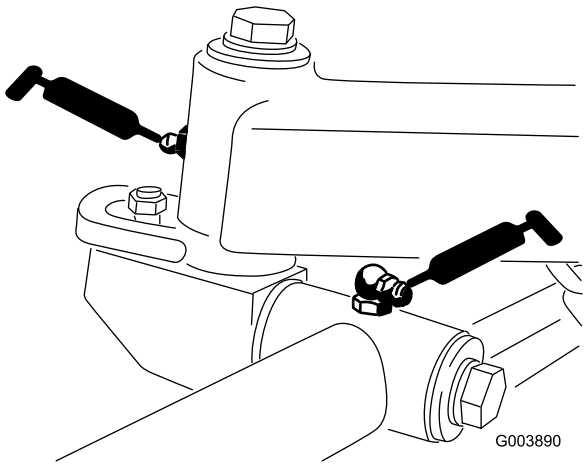

Figur 43
- Två nipplar på varje klippenhets bärram och svängtapp (10 totalt) (Figur 43)